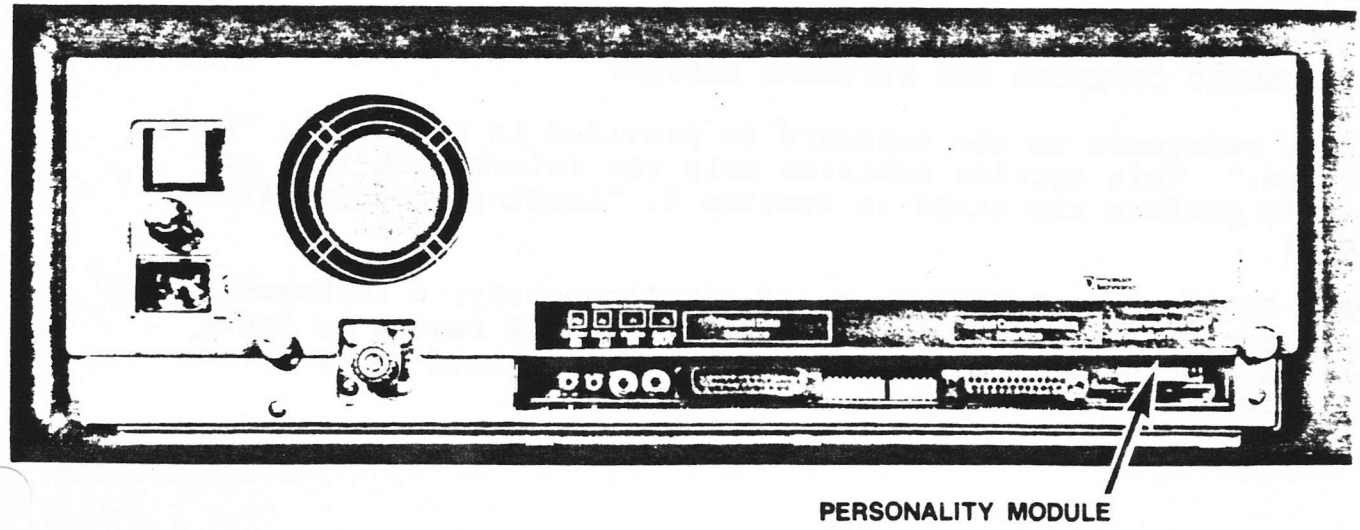

Fig. 2-1. Sol Rear Panel
2.3 POWER TO THE Sol (Refer to Fig. 2-1, Sol Rear Panel.)